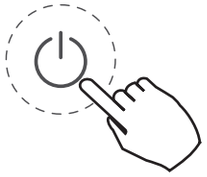

Fig. 10 — Power
- Press **POWER** (Fig. 10) to power on the controller.